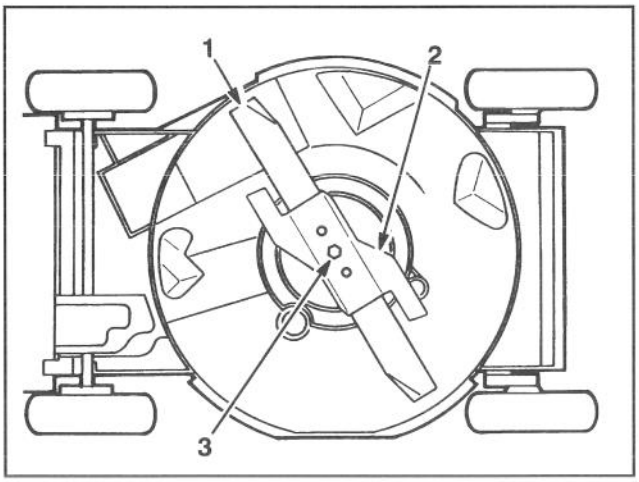

Abb. 24
6. Den Mäher auf die linke Seite kippen (Abb. 24). Das Messer nicht drehen, da es sonst Startprobleme geben könnte.
8. ENTFERNEN DES MESSERS – Das Endstück des Mähmessers mit einem Lappen oder einem dicken Handschuh anfassen. Messerbolzen, Beschleuniger und Messer entfernen (Abb. 24).